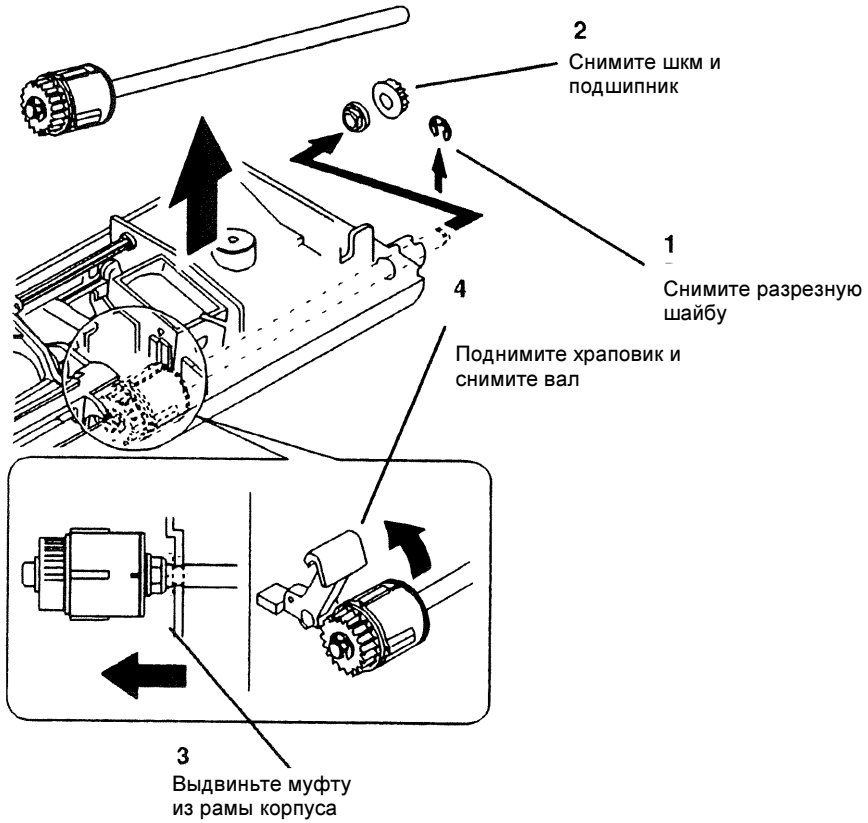

Рисунок 4 Подготовка к снятию муфты
4. (Рисунок 4): Подготовьтесь к снятию муфты.